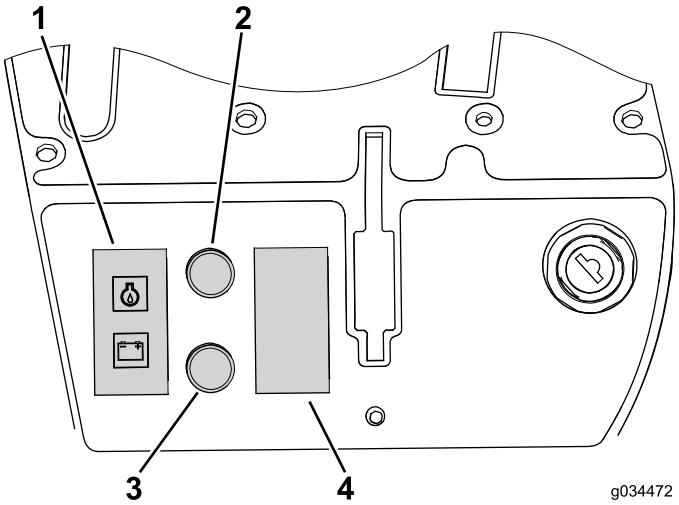
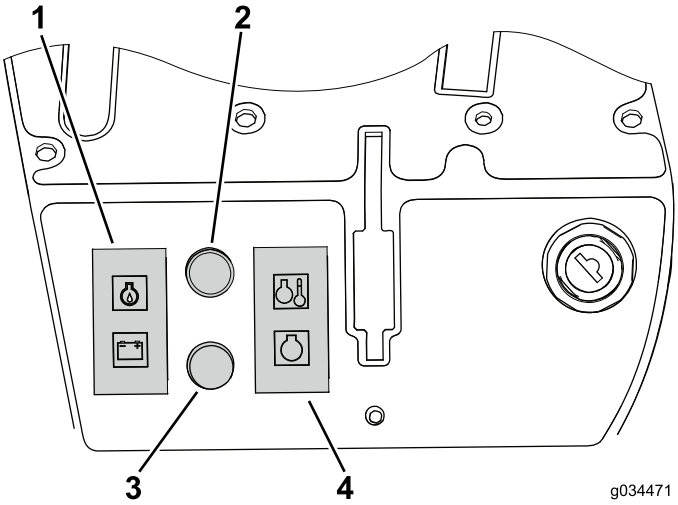

Rysunek 29
Rysunek 30
4. Umieść w odpowiednim wycięciu lampkę ostrzegawczą lub zdemontowaną wcześniej zaślepkę otworu (Rysunek 29 oraz Rysunek 30).